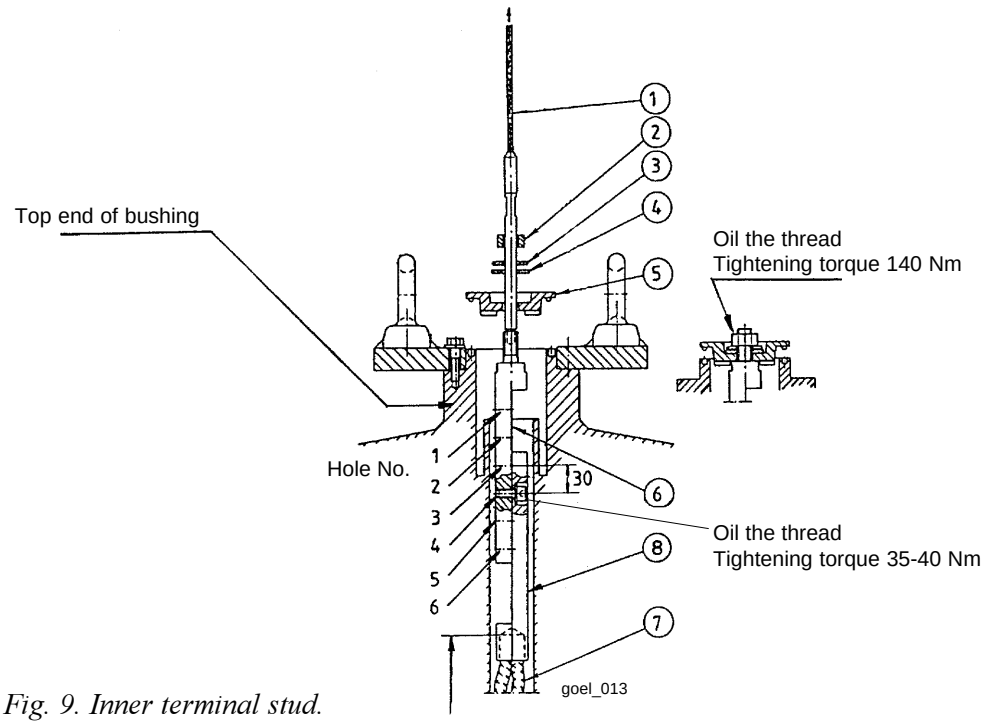

Fig. 9. Inner terminal stud.
4. Lock the inner terminal with the hexagon nut M16 according to Fig. 9.